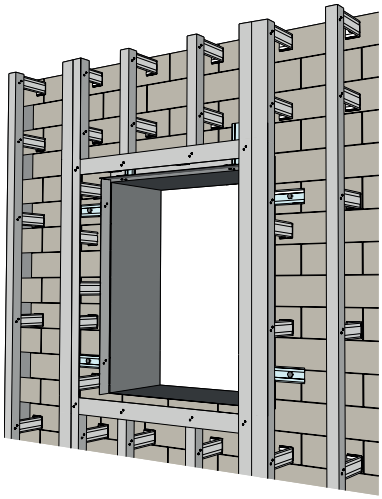
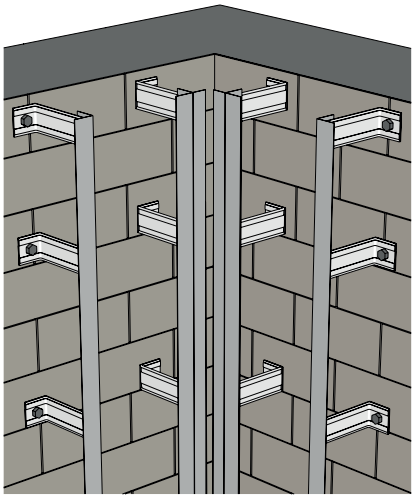
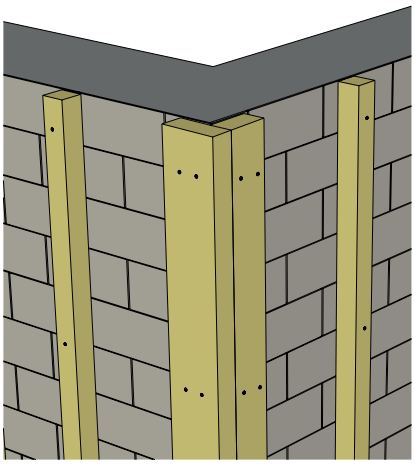

Рисунок 17. Оконный проем
Рисунок 18. Внутренний угол металлической обрешетки НФС GL
Рисунок 19. Наружний угол деревянной обрешетки
9.8 Для металлической и деревянной обрешетки, вокруг оконных, дверных и прочих проемов (рис. 17), во внутренних углах (рис. 18) обрешетка устанавливается сплошной и широкой (100-150 мм). Под соединительную Н-планку, на наружных углах (рис. 19), сплошной и широкой устанавливается только на деревянной обрешетке.